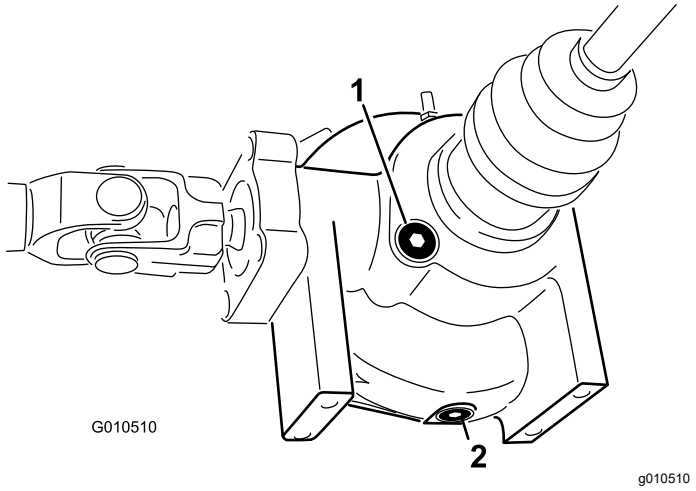

Bild 43
4. Reinigen Sie den Bereich um die Füll-/Prüfschraube seitlich am Differenzial (Bild 43).
4. Reinigen Sie den Bereich um die Ablassschraube an der Seite des Differenzials (Bild 43).